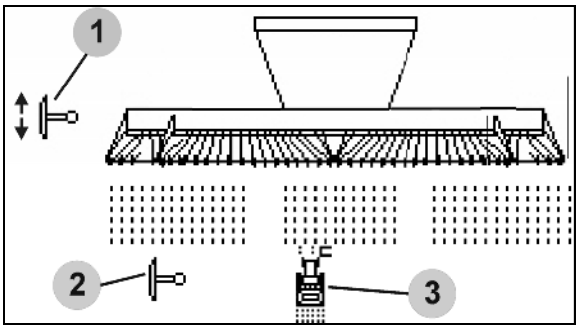

Fig. 52
- Display of active track marker (Fig. 52/1)
- Display of track marker preselection (Fig. 52/2)
1. Preselect obstacle switching (Fig. 52/3).